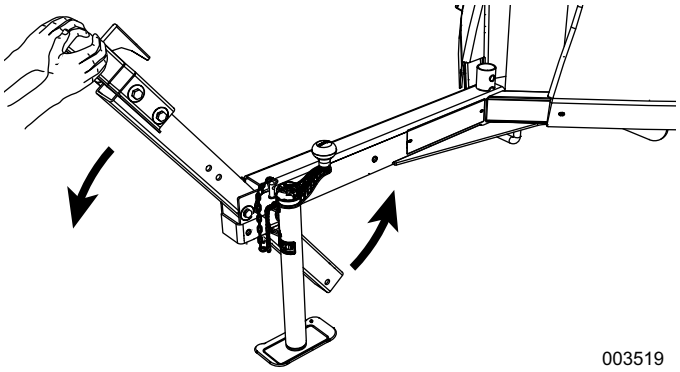

Figure 2-5. Lower Trailer Tongue into Tow Position
6. See ***Figure 2-5***. Using both hands, slowly lower trailer tongue into tow position.